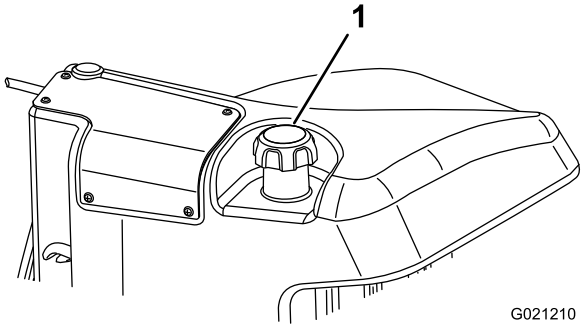

Figur 31
3. Tag brændstoftankens dæksel af (Figur 31).